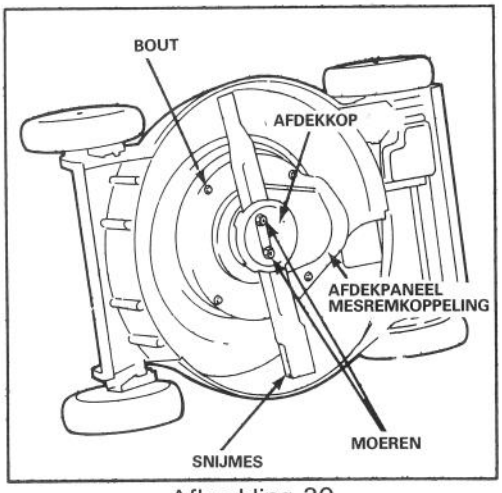

Afbeelding 30
4. Verwijder de (2) moeren, de afdekkop, het mes, de afstandsring, de roterende schermplaat en de (4) bouten waarmee het afdekpaneel voor de mesremkoppeling aan de bovenkant van het maaihuis is bevestigd (Afb. 30 en 31).
6. Breng het afdekpaneel voor de mesremkoppeling terug aan met behulp van de (4) bouten, de roterende schermplaat (buiten de flens die van de huizing vandaan is gericht),